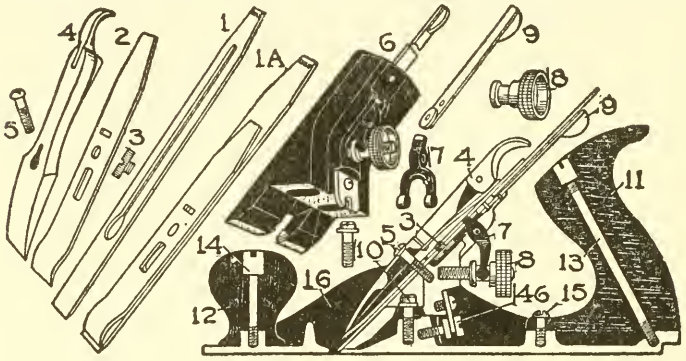

Fig. 18.
Fig. 18 shows the type of plane that is commonly used to smooth and true the broad surfaces, edges, and ends of boards.
1. **The thickness of shaving taken is regulated by turning the adjusting nut (No. 8, Fig. 18).** The direction to turn this nut can only be learned by trial for planes differ in this respect.